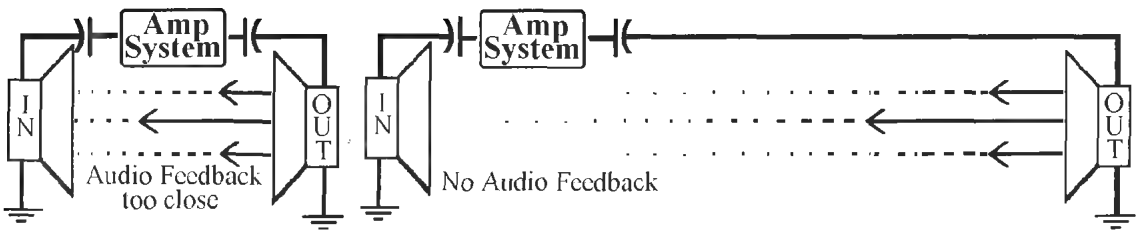

Figure L54-4
c. As you increase the volume, the circuit might start screeching at you. Notch the gain backward until the screeching stops. The screeching is caused by feedback demonstrated in Figure L54-4. Sound from the output is reaching the input and multiplying itself.